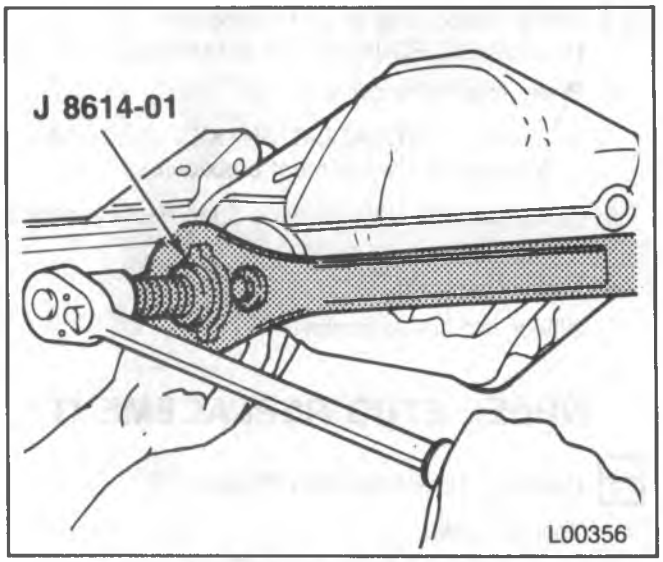

Figure 21—Removing the Pinion Flange
- Use the special nut and forcing screw to remove the flange (figure 21).